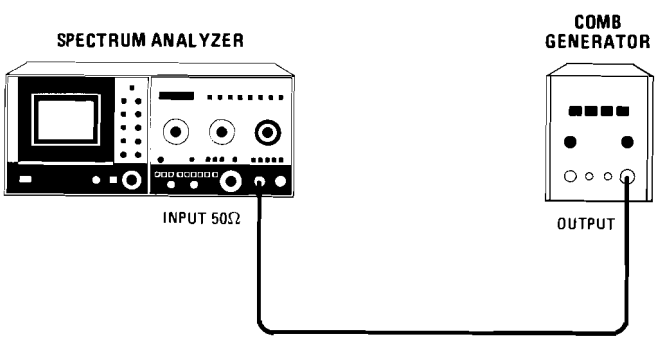

Figure 4-10. Noise Sidebands Test Setup
b. Connect comb generator output to spectrum analyzer INPUT as shown in Figure 4-10. Set comb generator for maximum output amplitude.